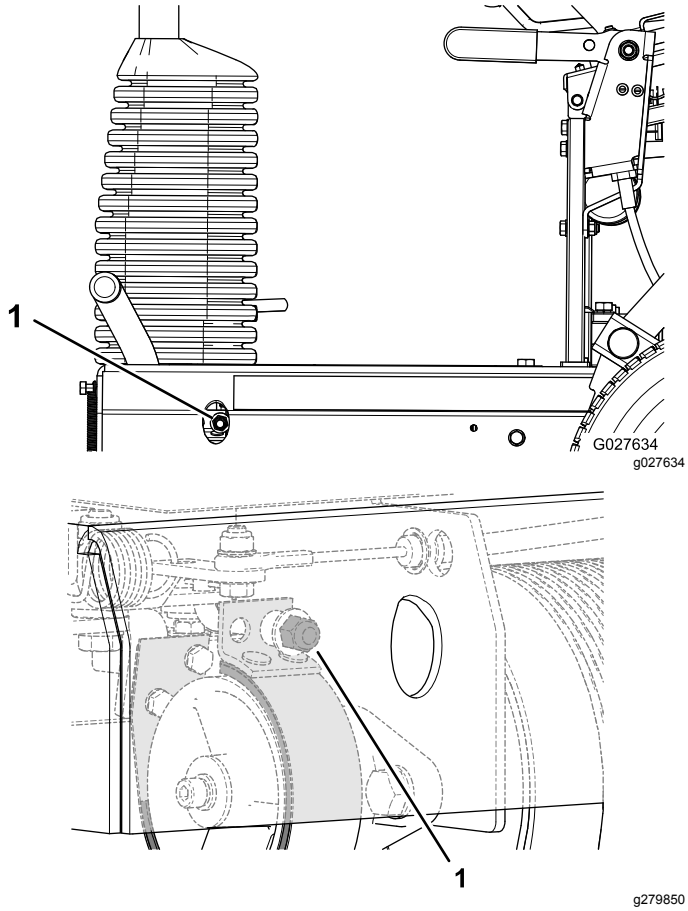

Figure 34
- Pour accroître la force du frein, tournez le contre-écrou dans le sens horaire (Figure 34).
- Pour réduire la force du frein, tournez le contre-écrou dans le sens antihoraire (Figure 34).